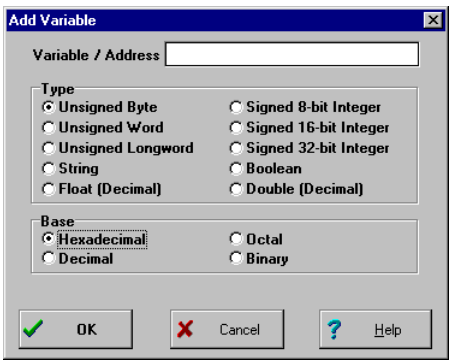

Figure 6-7. *Add Variable* Dialog
- **Add Variable:** Choose this option to open the *Add Variable* dialog (Figure 6-7) to add a variable or address to the current variable list. Select the variable type (size) and base.
You may enter values for commands in the simulator as either labels (which you have defined in the map file or with the SYMBOL command), or as numbers. You may specify the base in which variables are shown using the options in the *Add Variable* dialog (Figure 6-7). The default number format for the ICS05CW is hexadecimal.